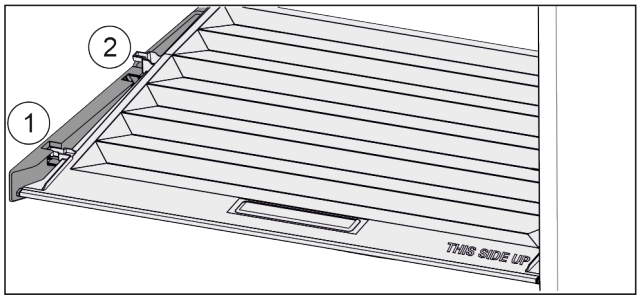

Fig. 33
▶ Tirare in avanti il coperchio fino all'apertura nei fermi *Fig. 33 (1)*.
▶ Sollevare posteriormente dal basso e togliere verso l'alto *Fig. 33 (2)*.